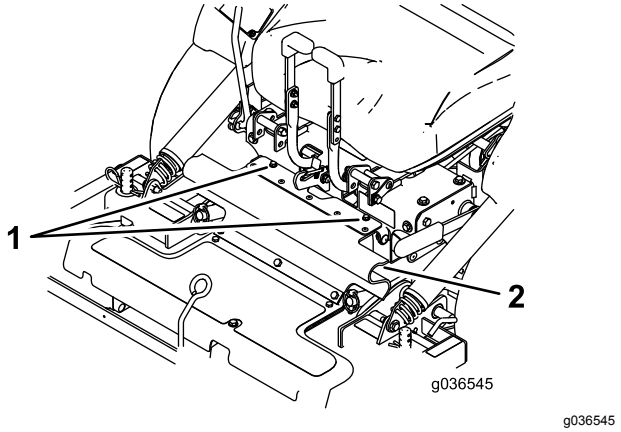

Figur 77
7. Lossa gummiskyddets skruvar (Figur 77).
7. Rikta in gummiskyddets övre del och fäst med de medföljande skruvarna (Figur 77).